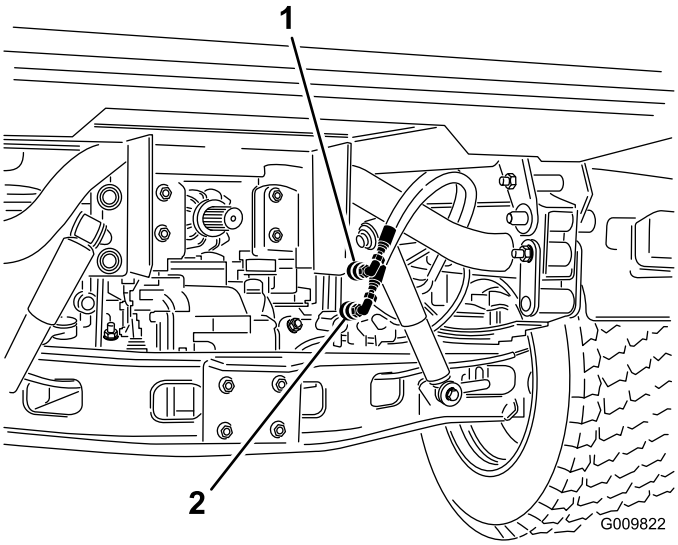

Rysunek 75
2. W obu pojazdach odłącz dwa węże z szybkozłączkami od węży zamocowanych do wspornika złączki (Rysunek 75).